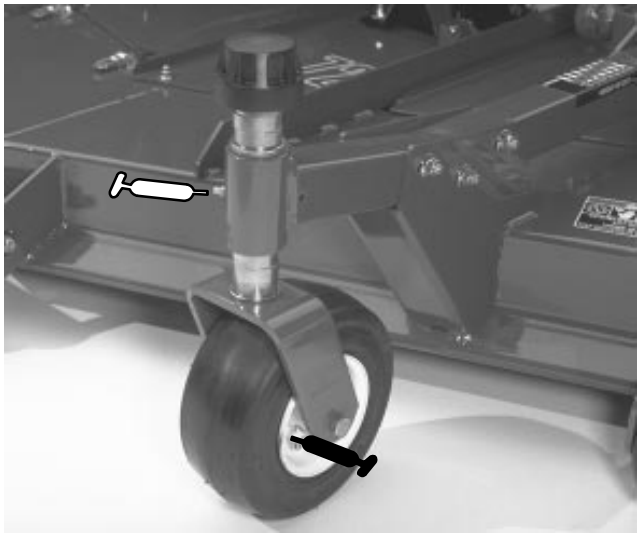
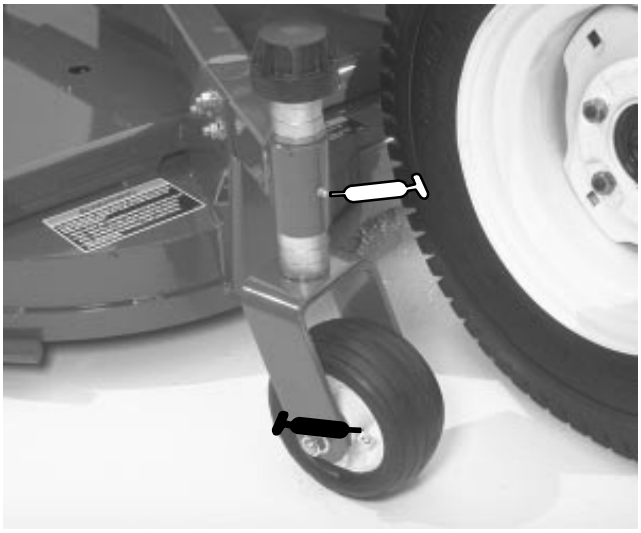
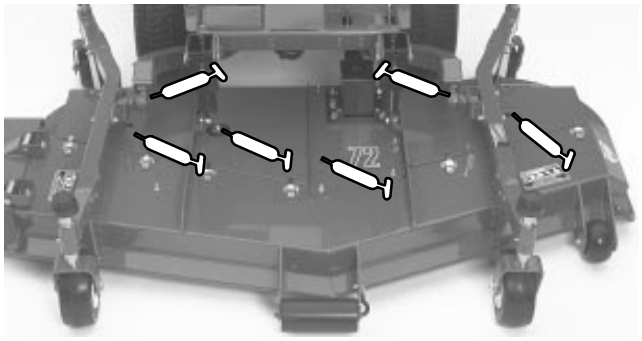

Figure 19
Figure 20
Figure 21
GREASE BEARINGS, BUSHINGS AND GEAR BOX (Fig. 19–22)
1. The cutting unit has bearings and bushings that must be lubricated, and these lubrication points are: front castor spindle bushings (Fig. 19); rear castor spindle shaft (Remove shaft from castor arm and coat hex shaft with designated grease every 50 hours (Fig. 20); castor wheel bearings (Fig. 19 & 20); blade spindle bearings (Fig. 21) and right and left push arm ball joints (Fig. 21).